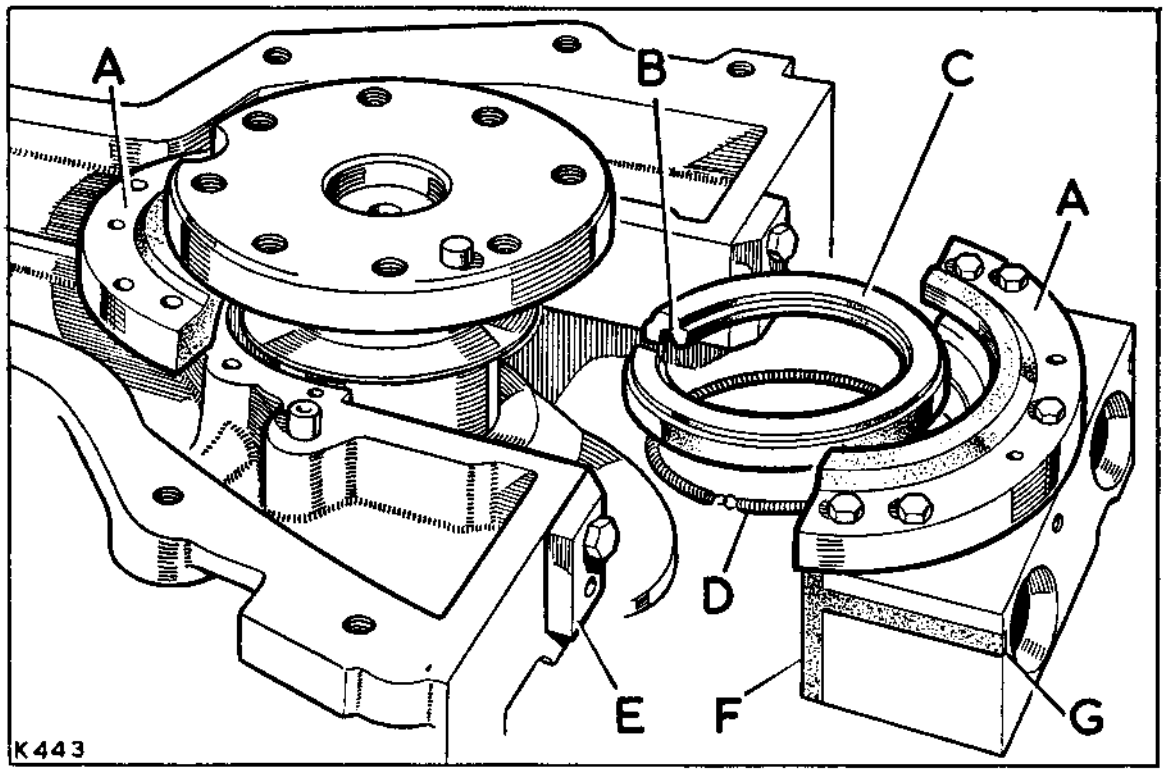

**Fig. A2-125. Oil seal details**
Trim the edges of the 'T' seals as illustrated in Fig. A2-125 to prevent them from fouling the cylinder block when fitted.
12. Refit the crankcase sump. Operation A2-28. When fitting the crankcase sump, trim the ends of the rear main bearing oil seal 'T' seals to allow approximately $\frac{1}{32}$ in. (0,8 mm) protrusion from the rear bearing cap face. Fig. A2-125 refers.